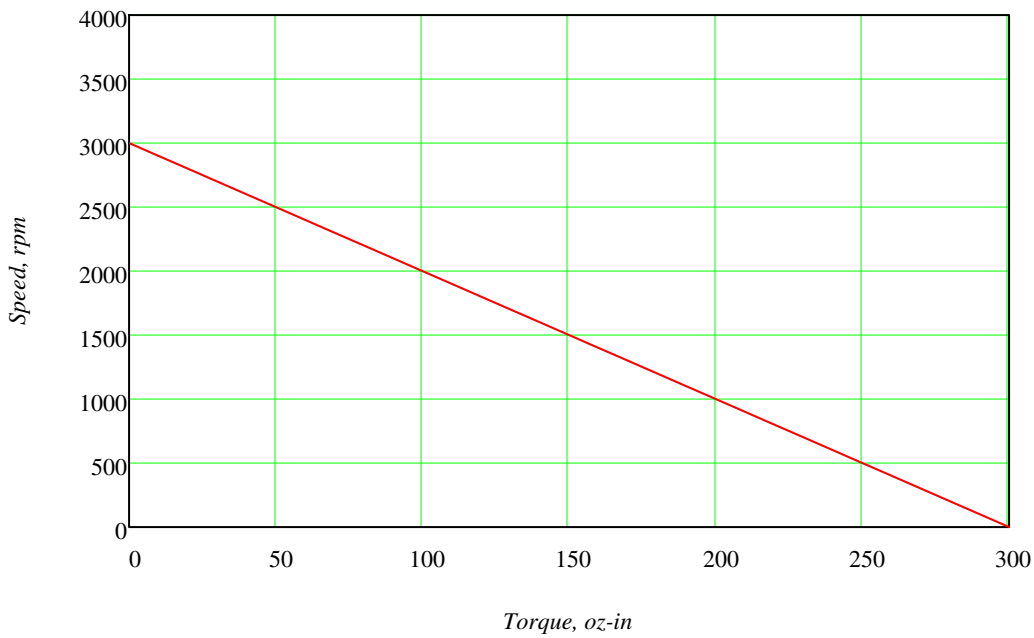

Figure P2-3 Torque-speed Characteristic of a 1/8 HP, 2500 rpm PM DC Motor
Statement: The torque-speed curve for a 1/8 hp permanent magnet (PM) DC motor is shown in Figure P2-3. The rated speed for this fractional horsepower motor is 2500 rpm at a rated voltage of 130V.
Solution: See Figure P2-3 and Mathcad file P0220.